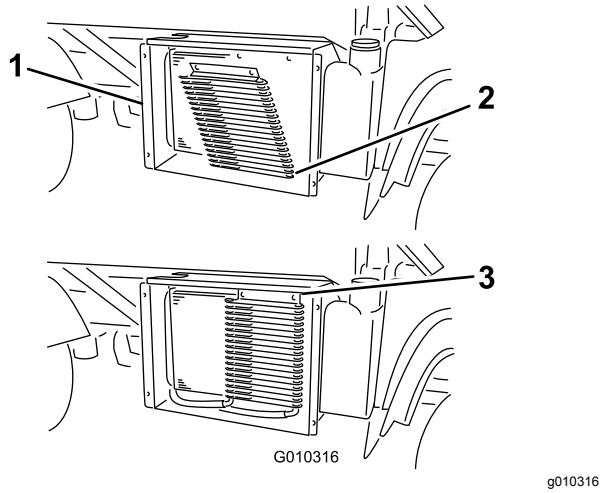

図 53
6. ラッチを外し、オイルクーラを装備している場合にはそれを倒してラジエターから遠ざける図 53。